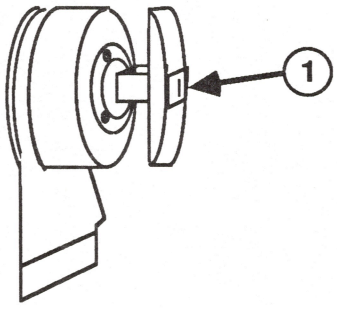

FIGURE 9
8. Clean the dot head (see Figure 9, #1) with a low residue cleaner, such as isopropyl alcohol or freon, and a lint-free cloth.